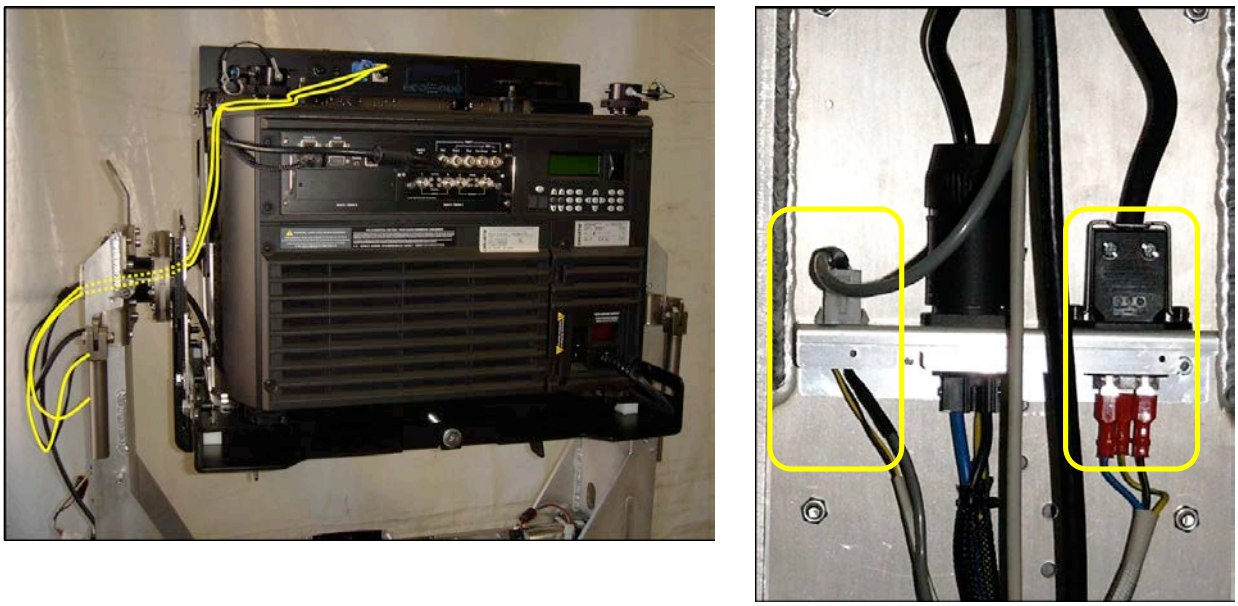
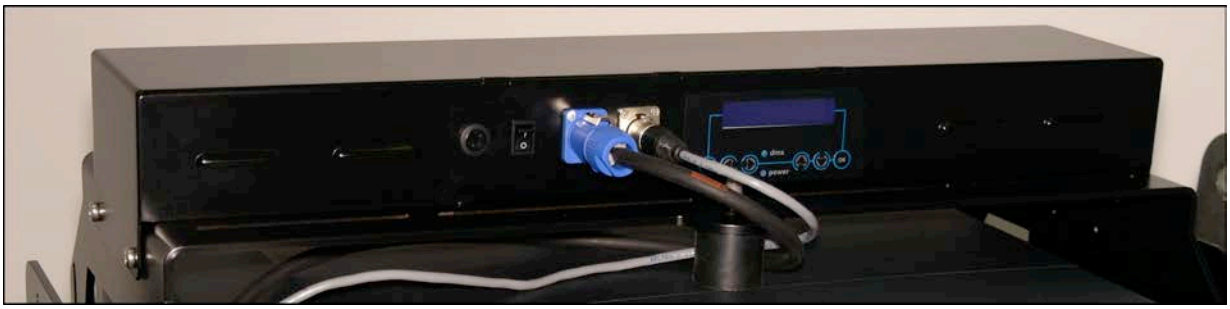

Figure 3-42 Head box yoke routing
Figure 3-43 Head box connections
4. Route the Power In and DMX Data In cables to the Head Box as shown in ***Figure 3-42***. Make connections to the Head Box (***Figure 3-43***). The Power In connector must be locked by